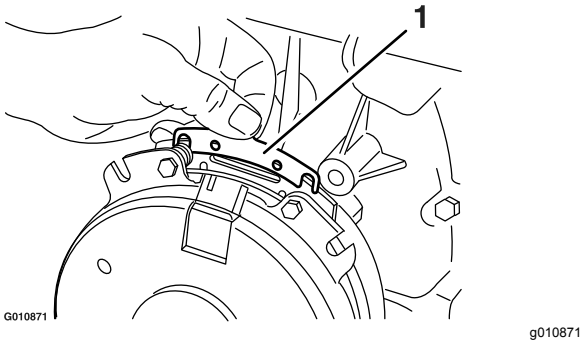

**Figur 75**
B. Håll i fliken och ta bort mellanlägget med en näbbtång eller för hand (Figur 75).